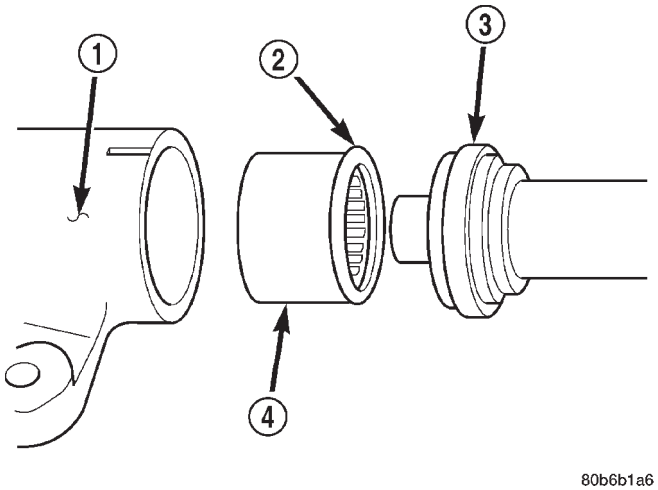

Fig. 23 Lower Pitman Shaft Bearing
(2) Install lower pitman shaft bearing with the other side Driver 8294 and Handle C-4171 (Fig. 23). Drive bearing into housing until the bearing shoulder is seated against the housing.